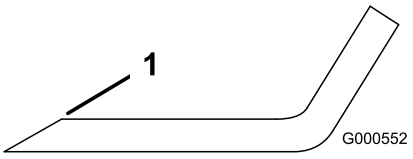
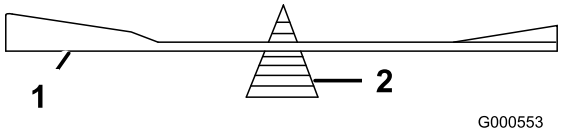

Figuur 57
Figuur 58
1. Gebruik een vijl om de snijranden aan beide uiteinden van het mes te slijpen (Figuur 57). Houd daarbij de oorspronkelijke hoek in stand. Het mes blijft in balans als u van beide snijranden dezelfde hoeveelheid materiaal verwijdert.
2. Controleer de balans van het mes met een mesbalans (Figuur 58). Als het mes horizontaal blijft, is het in balans en geschikt voor gebruik. Als het mes niet in balans is, moet u wat metaal afvijlen van het uiteinde van de vleugel (Figuur 57). Herhaal dit indien nodig totdat het mes in balans is.